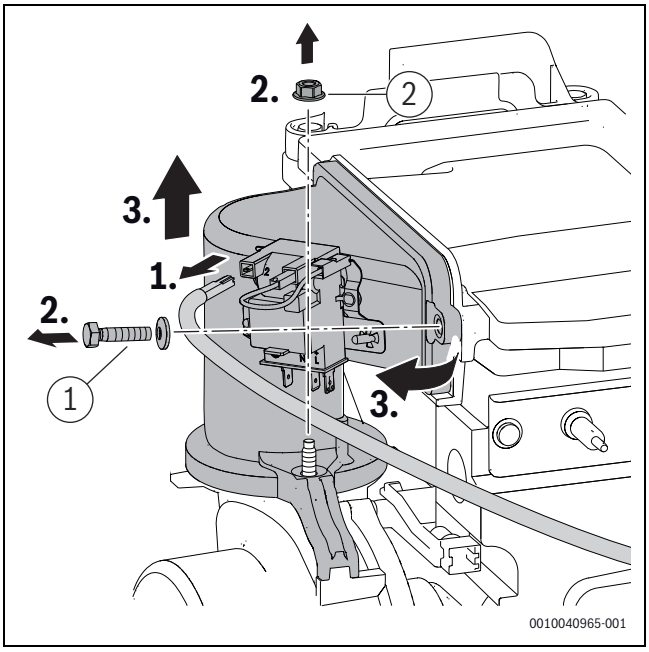

Fig. 64 Démonter le dispositif de mélange
- ▶ Serrer les vis et l'écrou ([1] et [2], fig. 64) du dispositif de mélange à 5,5+0,5 Nm.